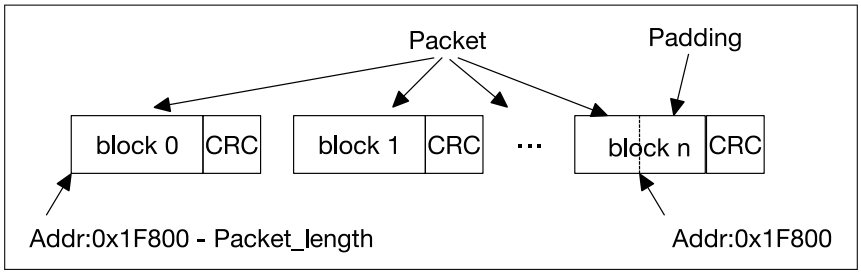

**图 34.5-7. 主机向从机发送递增地址包的数据流**
- 对于递增地址包，从机判断有效数据是由地址决定的，当数据地址大于等于 0x1F800 后会被判定为无效数据从而丢弃。因此，主机应将 CMD53 起始地址字段设为 0x1F800 –Packet_length（Packet_length 的单位是字节）。递增地址包在 SDIO 总线上的数据流如图 34.5-7 所示。